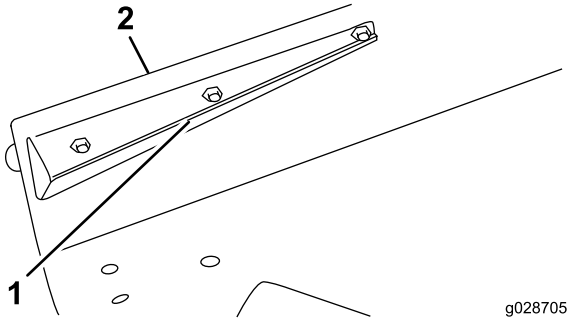

Figura 8
2. Montate l'estremità del deflettore anteriore sul piatto di taglio con una vite a testa cilindrica (5/16-18 x 7/8 poll.) e un dado di bloccaggio (Figura 8).
3. Allineate il deflettore con il bordo del piatto di taglio e utilizzatelo come riferimento per contrassegnare e praticare i 2 fori con diametro di 9,5 mm rimanenti sul piatto di taglio (Figura 8).
4. Fissate il deflettore al piatto di taglio con 2 viti a testa cilindrica (5/16-18 x 5/8 poll.) e 2 dadi di bloccaggio (Figura 8).